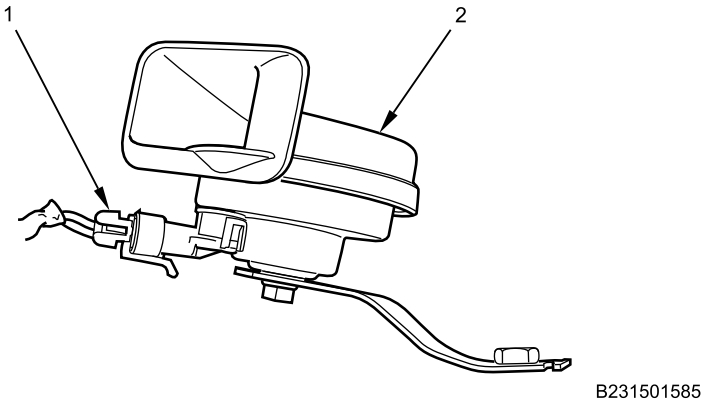

Figure 3. Horn Connector.
1. Connect electrical connector (Figure 3, Item 1) on horn (Figure 3, Item 2).